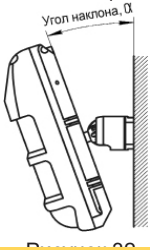

Рисунок 32
2.5.4.4.2 Настройку фактического положения зоны обнаружения следует проводить поворотом извещателя на кронштейне. Рекомендуемые значения угла наклона извещателя (наклон корпуса вперед (рисунок 32) приведены в таблице 43.